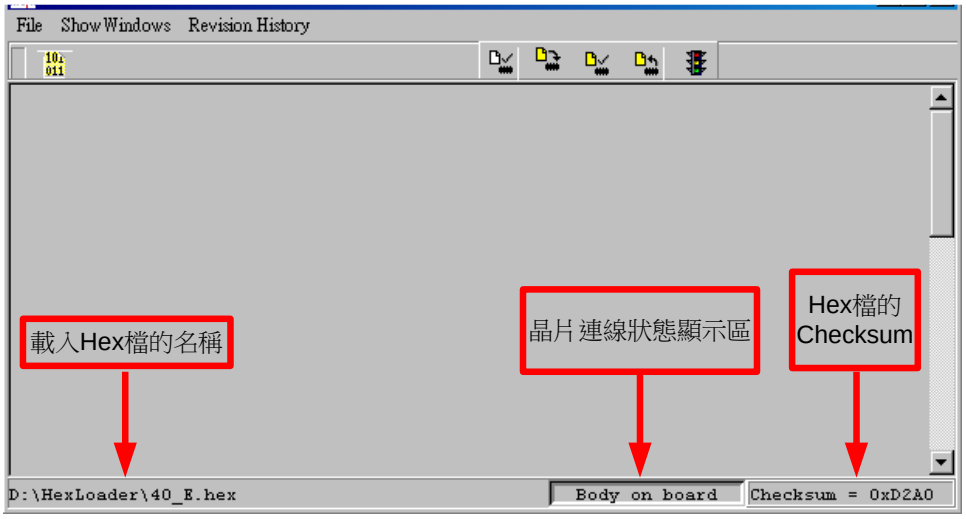

图 6-10
(4). 当组译完成后在下方显示组译完成后的 Hex 档名称与 Checksum，如图 6-10。